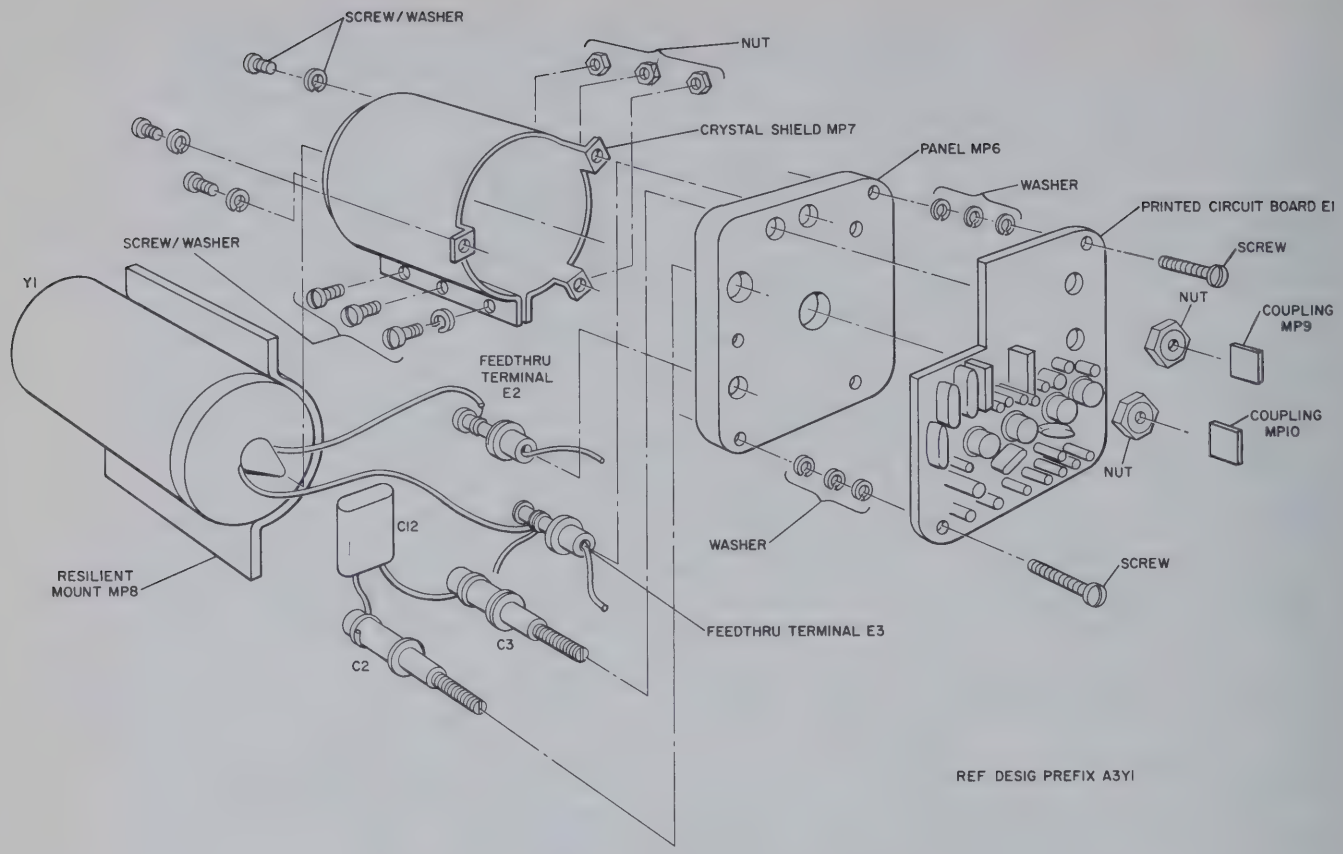

Figure 5-26. Disassembly of Frequency Generator
(1) Perform the procedure of steps (1) through (4) of paragraph ae.
(2) Remove all connections from the three leads of the transistor to be replaced (figure 5-26). Code-mark connections to insure proper reassembly.
(3) Remove and save the disc insulator (A3Y1MP13 through 15).
(4) Place crystal oven into a temperature chamber preheated to 225°F.
(5) Leave crystal oven in the temperature chamber for approximately 1/2 hour; then remove it.
(6) Note orientation of transistor with respect to the crystal oven.
(7) With a small pair of long-nosed pliers grasp all three transistor leads; using edge of crystal oven as a pivot, pry the transistor gently but firmly out of the crystal oven.
(8) Apply Epoxy Adhesive, Type 1 Mil-S-8623, into the opening in the crystal oven which houses the transistor.
(9) Place crystal oven into a temperature chamber preheated to 225°C, and leave it there for approximately 15 minutes to cure.
(10) Remove crystal oven from temperature chamber.